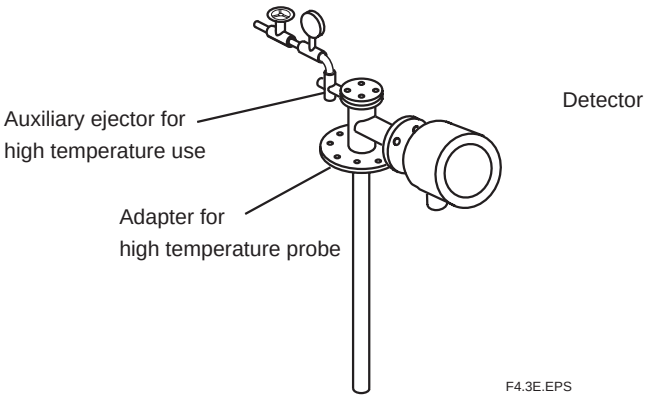

Figure 4.3 Mounting the auxiliary ejector
● If a high-temperature detector is used and the measured gas is under negative pressure, connect an auxiliary ejector to the sample gas exhaust hole of the high-temperature probe adapter (see Section 4.1.4, Figure 4.3).
- If the measured gas is under negative pressure, connect the auxiliary ejector (E7046EC/E7046EN) as illustrated in Figure 4.3. Mount the pressure gauge as close as possible to the auxiliary ejector. However, if the ambient temperature is too high, mount the gauge in a location with a temperature below 40° C.
- If a high-temperature detector is used and the sample gas is under negative pressure, connect an auxiliary ejector to the sample gas exhaust hole of the high-temperature probe adapter (see Section 4.1.4, Figure 4.3).